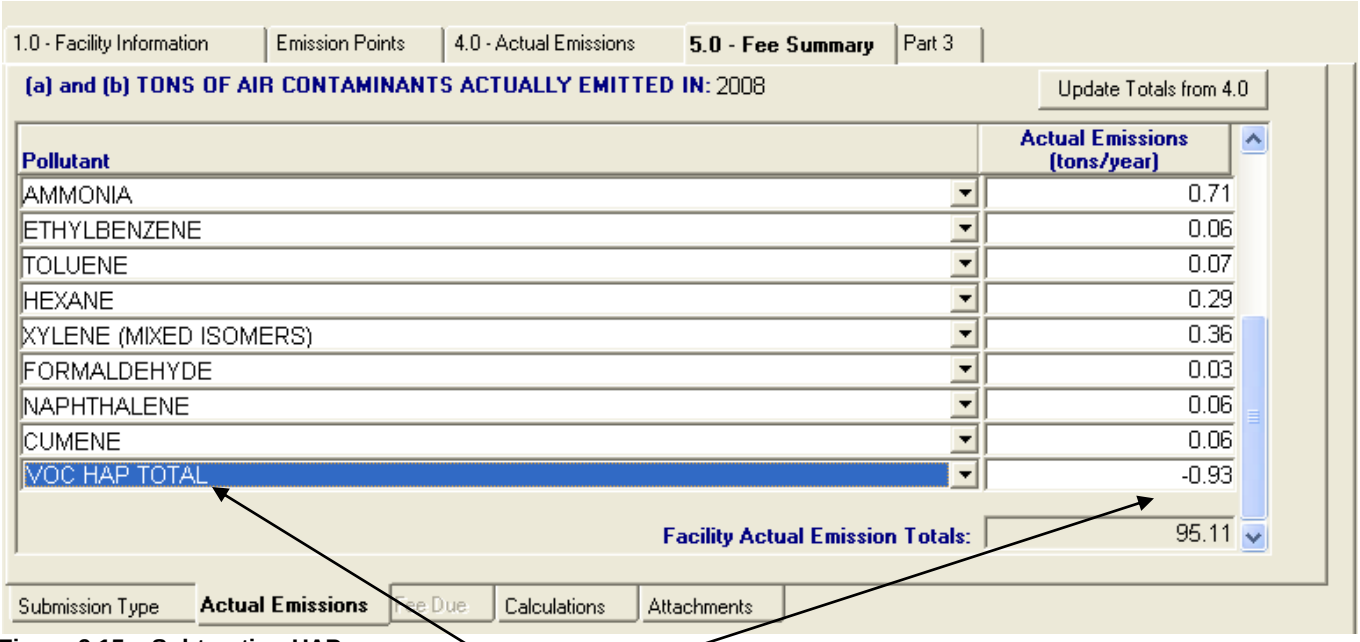

Figure 9.15 – Subtracting HAPs
5. Subtract HAPs which are included in the VOC and PM_{10} totals. To do this, add all the individual pollutants that are VOC HAPs. Right click under the **Pollutant** list and add "VOC HAP TOTAL." Enter the total VOC HAP as a negative number. For PM HAP, add all the individual pollutants that are PM HAPs. Right click under the **Pollutant** list and add "PM HAP TOTAL." Enter the total PM HAP as a negative number (see Figure 9.15). Save these updates.